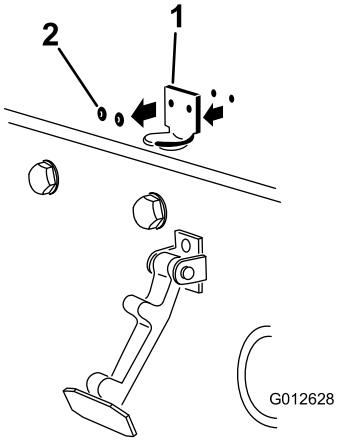

Figuur 6
2. Verwijder de twee popnagels waarmee de motorkapvergrendeling aan de motorkap is bevestigd (Figuur 6). Verwijder de beugel van de motorkapvergrendeling van de motorkap.